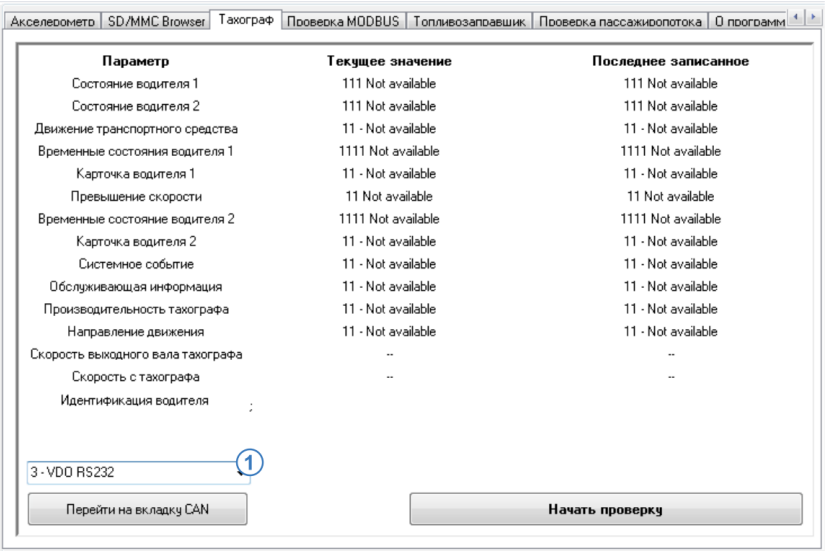

Рис.89. Вкладка «Тахограф».
Для того чтобы бортовой контроллер «АвтоГРАФ» принимал .ddd – файлы с тахографа необходимо выбрать в контроллере тип подключаемого тахографа. Настройка задается на вкладке «Тахограф» в поле 1 (Рис.89) в программе «AG.GSMConf»:
- в поле 1 (Рис.89) выбрать настройку «0 – Default»;
- начать диагностику, нажав кнопку «Начать проверку». Если все подключения выполнены верно, то данные, полученные с тахографа, появятся на вкладке (Рис.89).
- в поле 1 (Рис.89) выбрать тип тахографа, подключенного к контроллеру;
- если все подключения выполнены верно и на шине CAN есть данные с тахографа с заданным идентификатором, то они будут отображены на вкладке «Тахограф» (Рис.89).